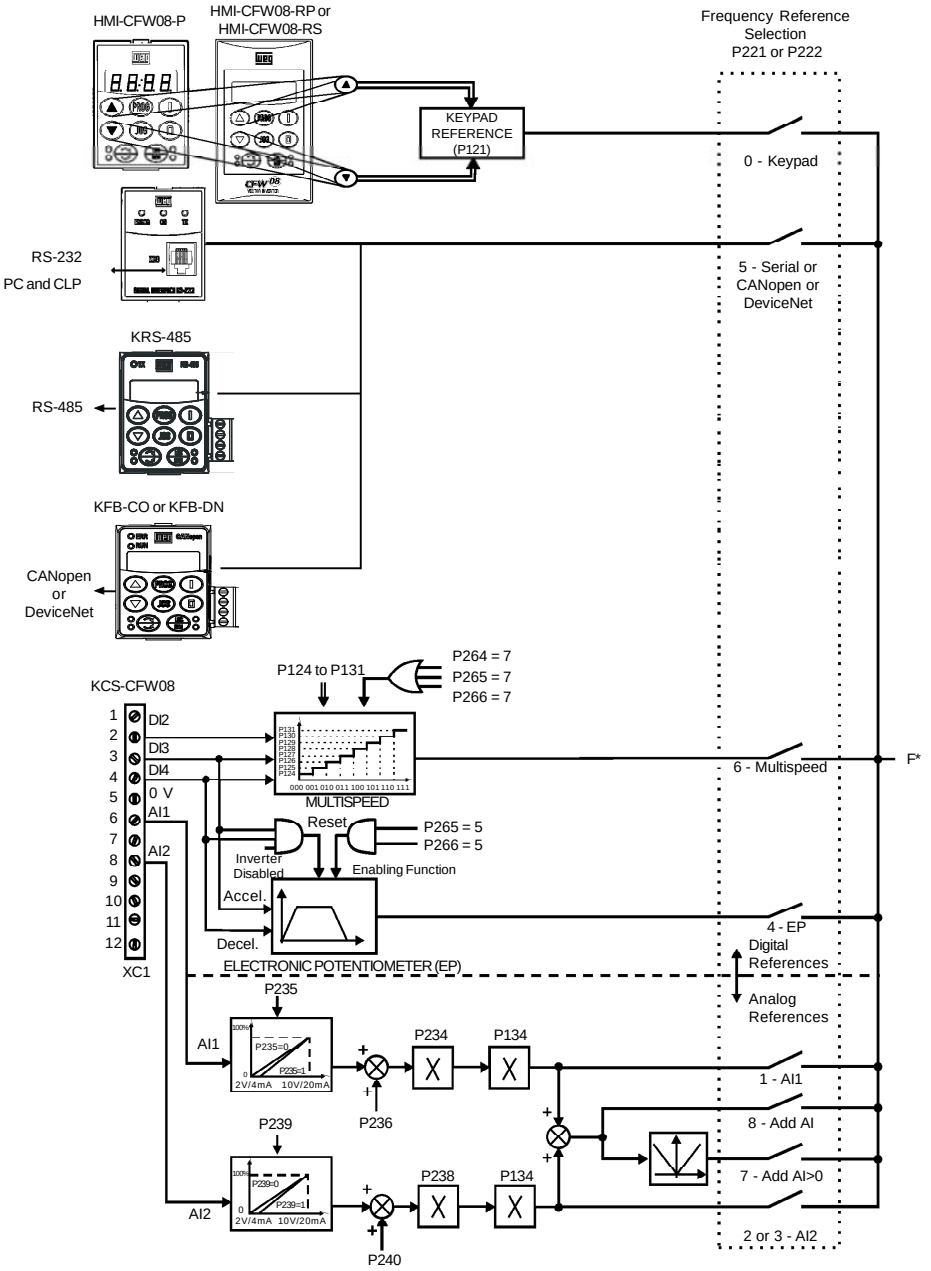

Figure 6.1 *- Block diagram of the frequency reference*
Figure 6.1 shows through a diagram block the frequency reference definition to be used by the inverter.
- ☑ In V/F control mode (P202 = 0 or 1), Fe = F* (refer to figure 6.1) if P138 = 0 (slip compensation disabled). If P138 $\neq$ 0, refer to figure 6.9 for the relation between Fe and F*.
- ☑ In vector control mode (P202 = 2) always Fe = F* (refer to figure 6.1).